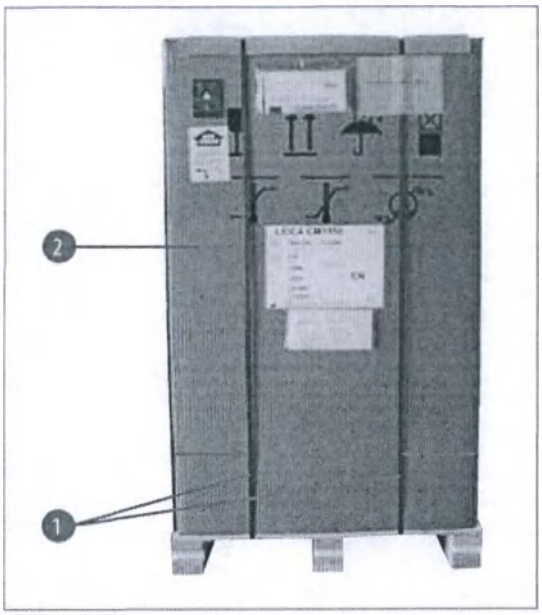

Рис. 1
2. Встаньте рядом с упаковочным ящиком и разрежьте ленты в указанном положении (см. стрелки на (→ Рис. 1)).